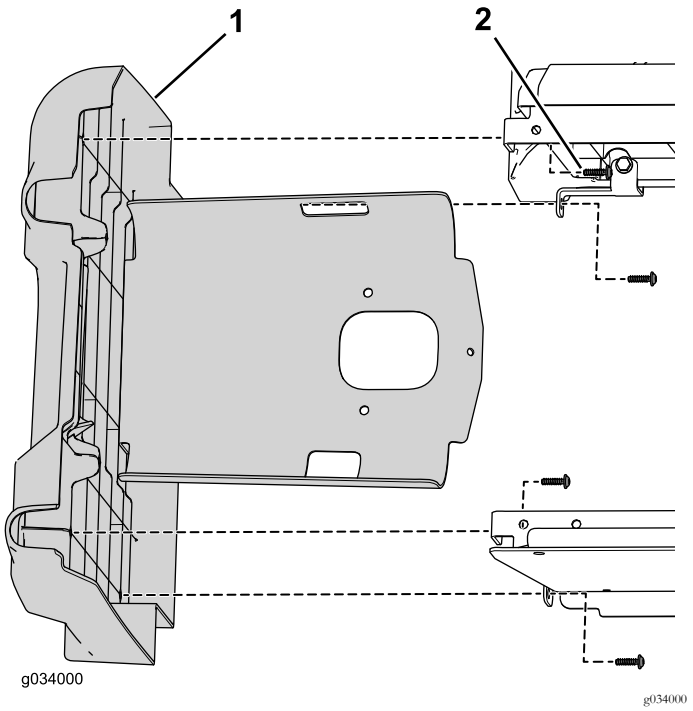

Figure 3
6. Retirez les 4 vis qui fixent le panneau de gauche à l'ensemble siège inférieur (Figure 3).